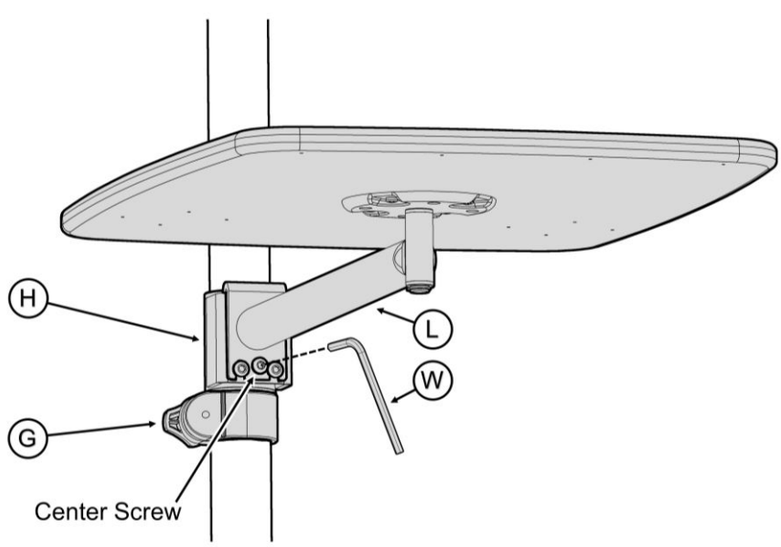

FIGURE 17
17. Use Center Screw on **L** to level tray. Once level, firmly tighten two outer screws on **H** to lock in place. *FIGURE 17*